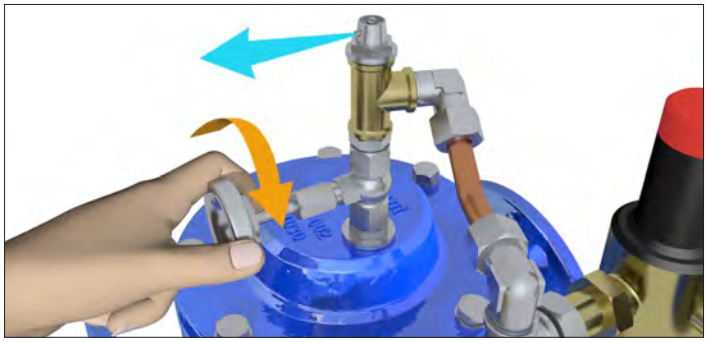

Рис. 8: Впуск-выпуск воздуха и настройка скорости
4. Скорость открытия и закрытия регулируется дроссельным клапаном на контуре управления (рис. 8). Скорость настраивается с помощью маховичка. Перед настройкой скорости срабатывания дроссельный клапан должен быть полностью закрыт (поворот маховичка по часовой стрелке), чтобы задать начальное нулевое положение. После этого можно настраивать скорости. VAG рекомендует следующие стандартные настройки:
7. При наполнении арматуры в верхней части камеры диафрагмы может скопиться воздух. Для его выпуска нужно слегка приоткрыть выпускной клапан и держать его открытым до равномерного тока воды. (Данный шаг не нужен, если РК оснащён системой автоматического вентилирования.) (рис.8)